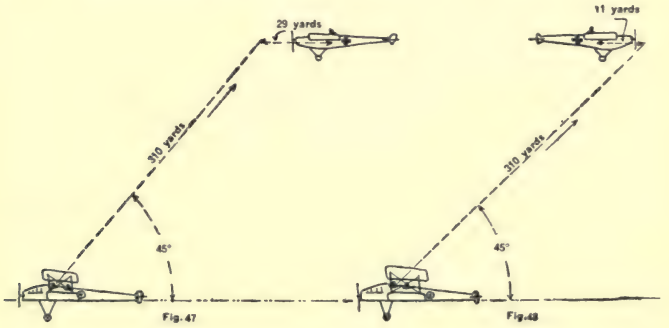

Fig. 47 Fig. 48
(4) *The line of flight of the hostile machine.* If the target is directly in front or behind and traveling along your line of flight, but above it, with the barrel of your gun at about an angle of 45°, make the same corrections as in case (3). (Figs. 47 and 48.)